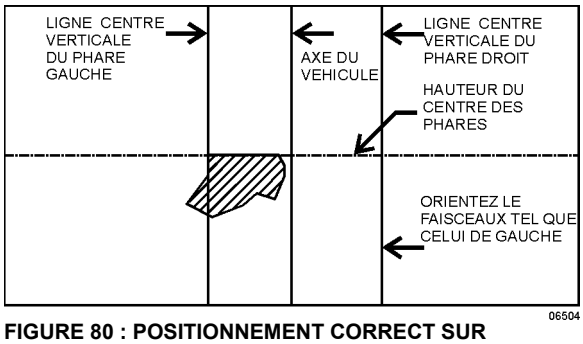

FIGURE 80 : POSITIONNEMENT CORRECT SUR L'ÉCRAN DE LA ZONE LONGUE PORTÉE DES FEUX DE CROISEMENT
5. Les feux de croisement sont orientés de sorte que le bord supérieur (le seuil) de la zone longue portée est à la position verticale selon le tableau 1 et le bord gauche de la zone longue portée est sur l'axe vertical du phare (Figure 80).